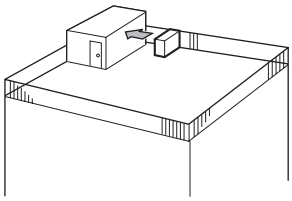

Fig. 2-3
1. Oriente la salida de aire hacia la pared más cercana disponible a unos 500 mm, 19-11/16 pulgadas de distancia de la pared. (Fig. 2-3)